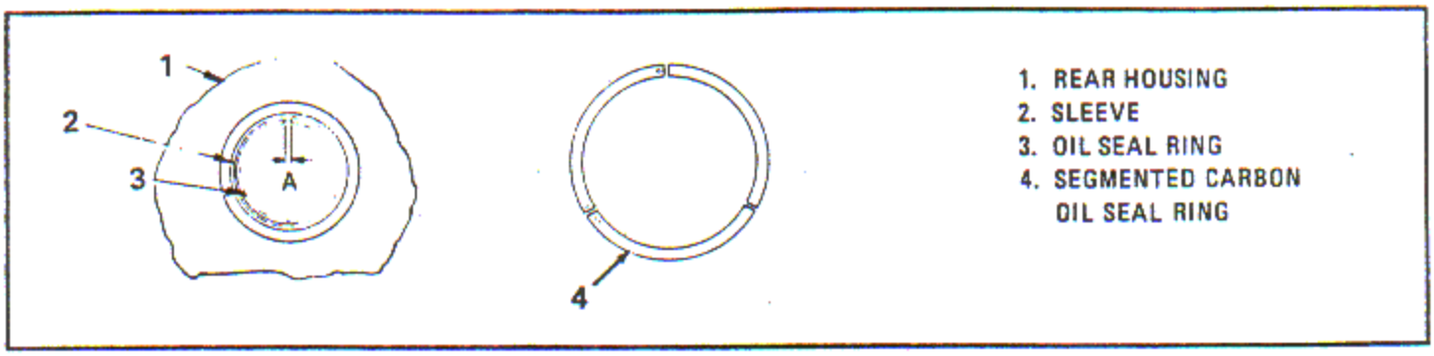
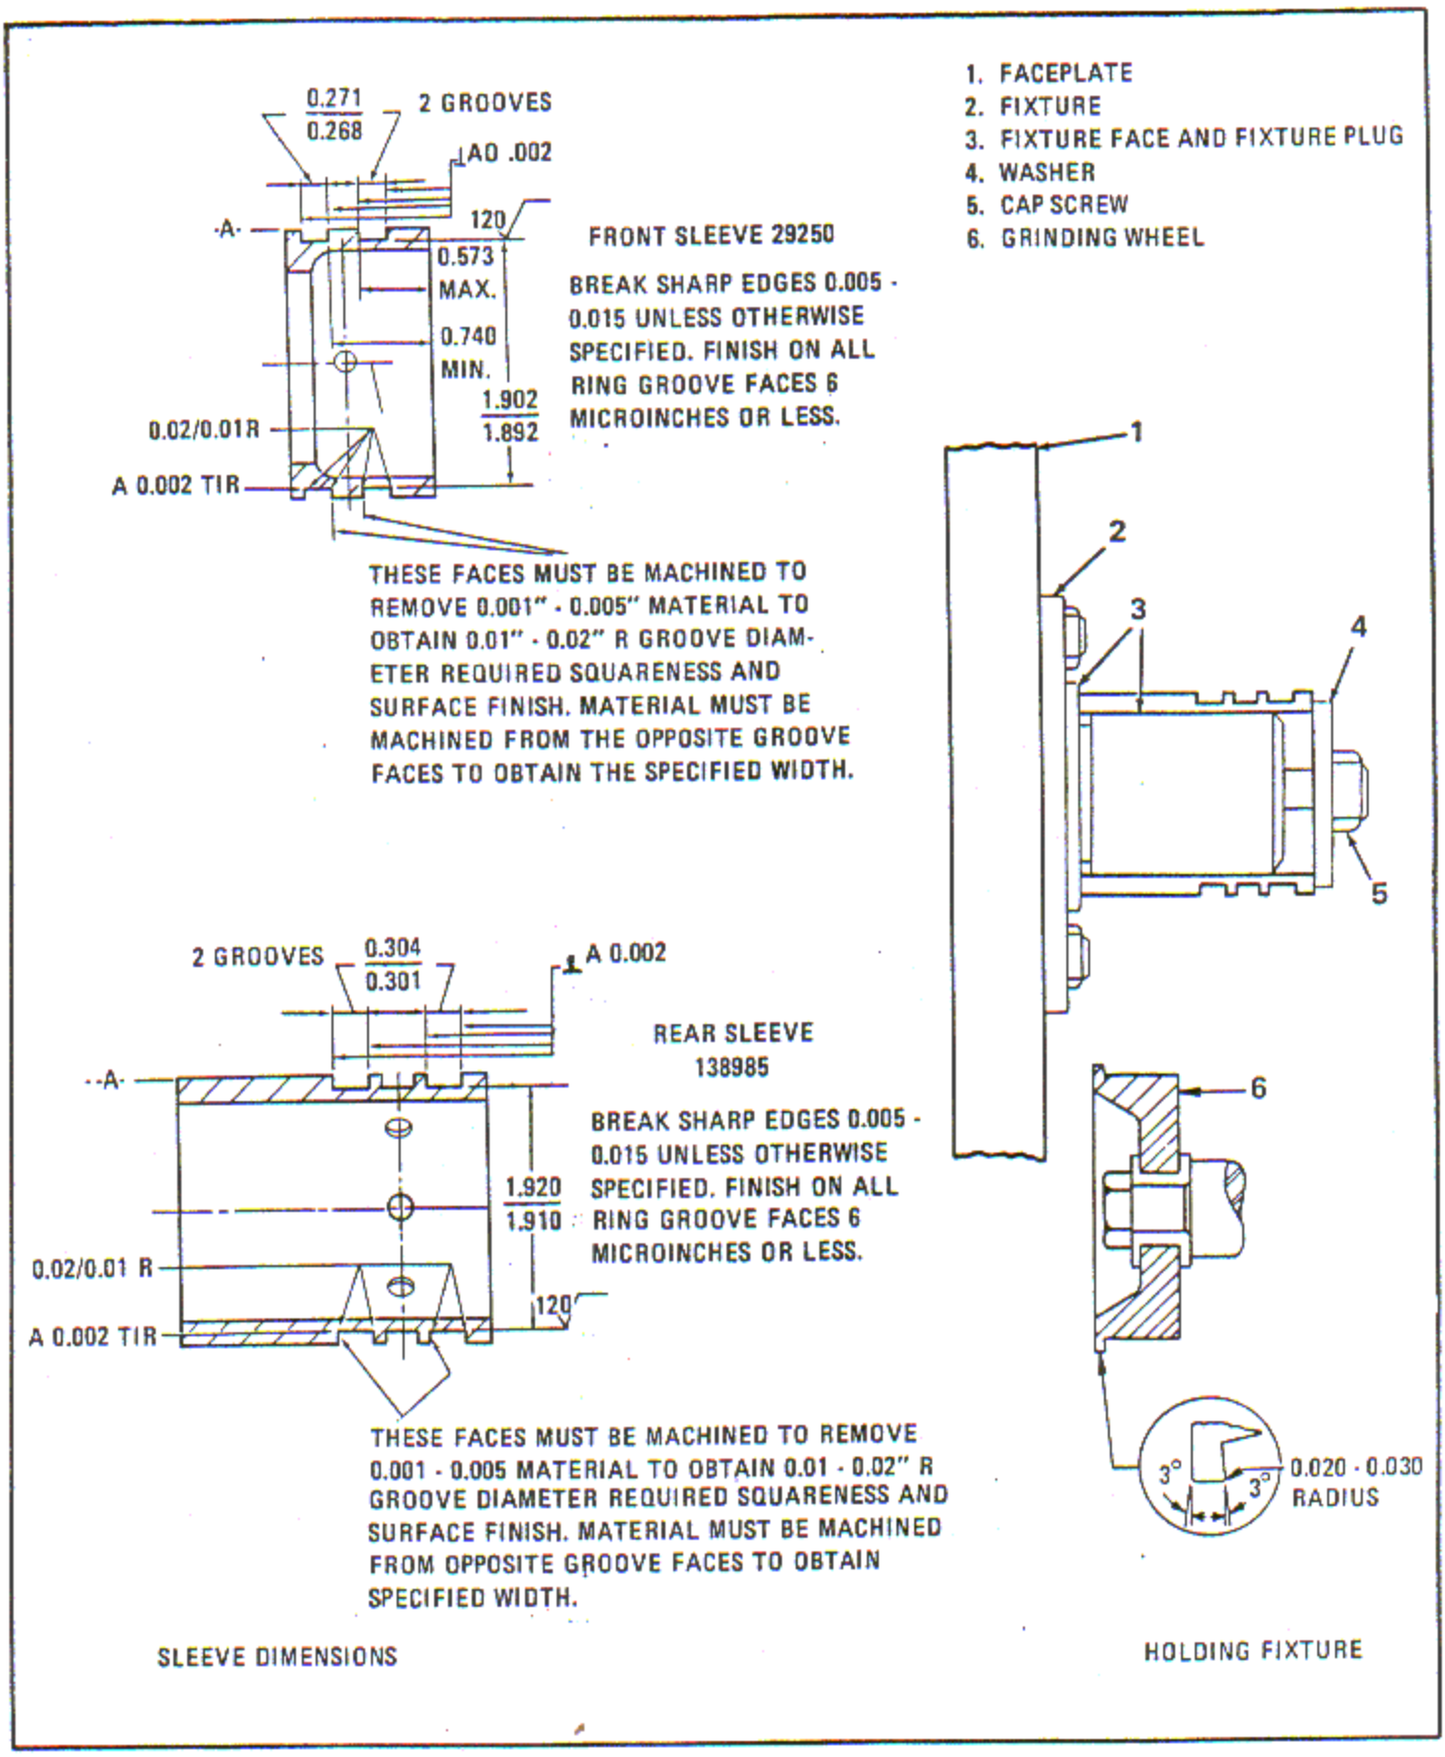

Figure 6-189. Fitting Oil Seal Ring in Rear Housing
Figure 6-190. Front and Rear Impeller Shaft Oil Seal Sleeve Dimensions and Holding Fixture
a. Select a standard size, a 0.005 inch or a 0.010 inch oversize ring (3, figure 6-189) that will provide gap A which is 0.010 - 0.012 inch, or slightly smaller when assembled in the support.
a. Locally fabricate holding fixtures for front and rear sleeves using the sleeve face and reference dimensions as shown in figure 6-189 for locating. Refer to figure 6-190 for typical fixture configuration.
b. Mount and clamp the holding fixture (2, figure 6-190) to the faceplate (1) of a suitable universal grinder and indicate the sleeve locating surfaces to run true within 0.005 inch full indicator reading.
c. Assemble and clamp the applicable sleeve to the fixture (2) and indicate the available sleeve surfaces to ensure trueness within the specifications shown. Refer to paragraph 7-38 for segmented ring fitting.
g. Grooves must be ground and polished to oversize width dimensions to suit oversize rings as indicated in the following list. The minimum of 1.925 - 1.915 inch dimension shown in figure 6-190 shall not be exceeded.
h. Break sharp edges, polish the grooves and inspect using standard equipment to ensure compliance with all requirements shown in figure 6-190 and rubber stamp Y size adjacent to the part number for further reference.